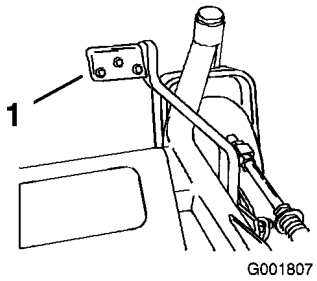

Figur 25
2. Tryck ned lyfthjälpsspaken och dra upp klipphöjdsreglaget samtidigt (Figur 25).